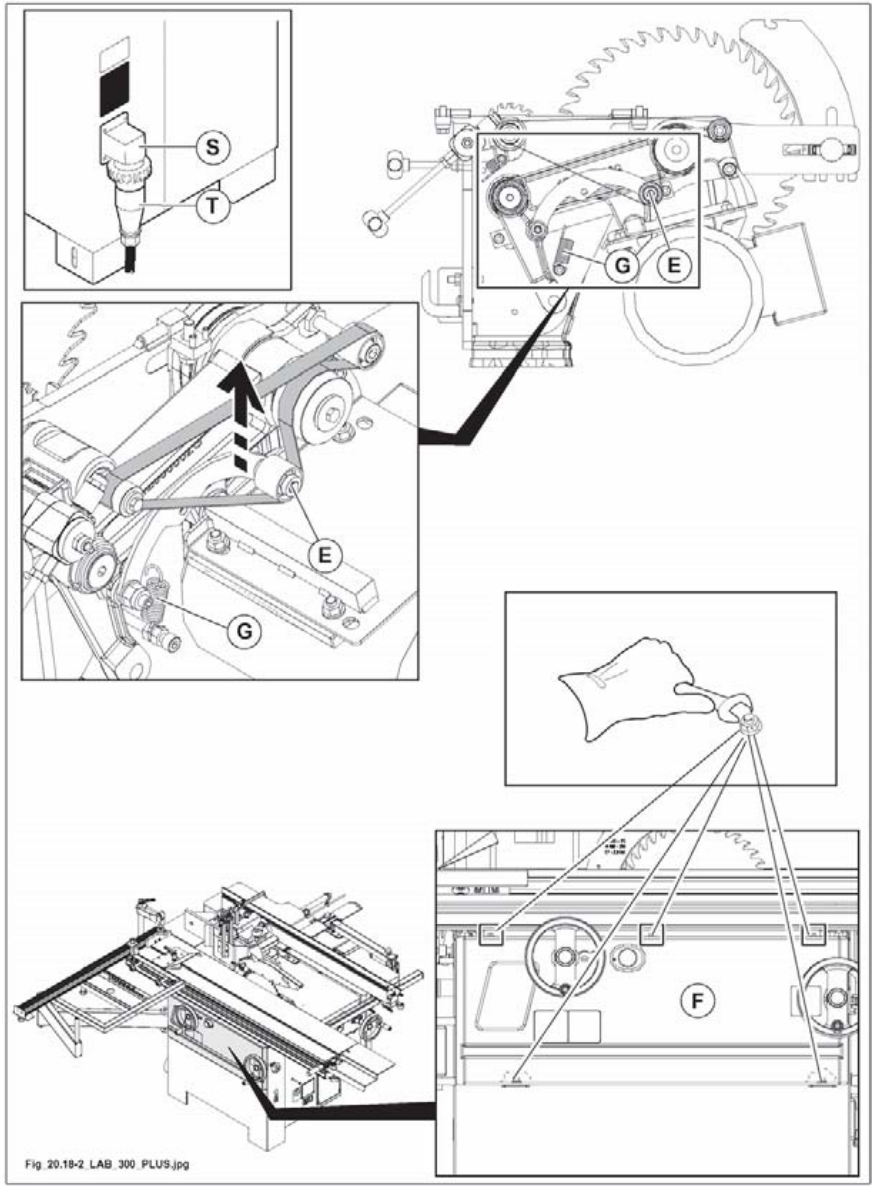

Abb. 20.18-2
- Den vorderen Schutz ausbauen (F Abb. 20.18-2).
- Den Riemenspanner (E Abb. 20.18-2) lösen und den Riemen herausziehen; auf dieselbe Weise den neuen Riemen montieren und von Hand drehen; sicherstellen, dass er in der Mitte der Riemenscheiben angeordnet ist.
- Den vorderen Schutz (F Abb. 20.18-2) wieder einbauen.
die richtige Spannung des Schneiderriemens wird durch die Feder (G Abb. 20.18-2) gewährleistet und bedarf keiner Einstellung.